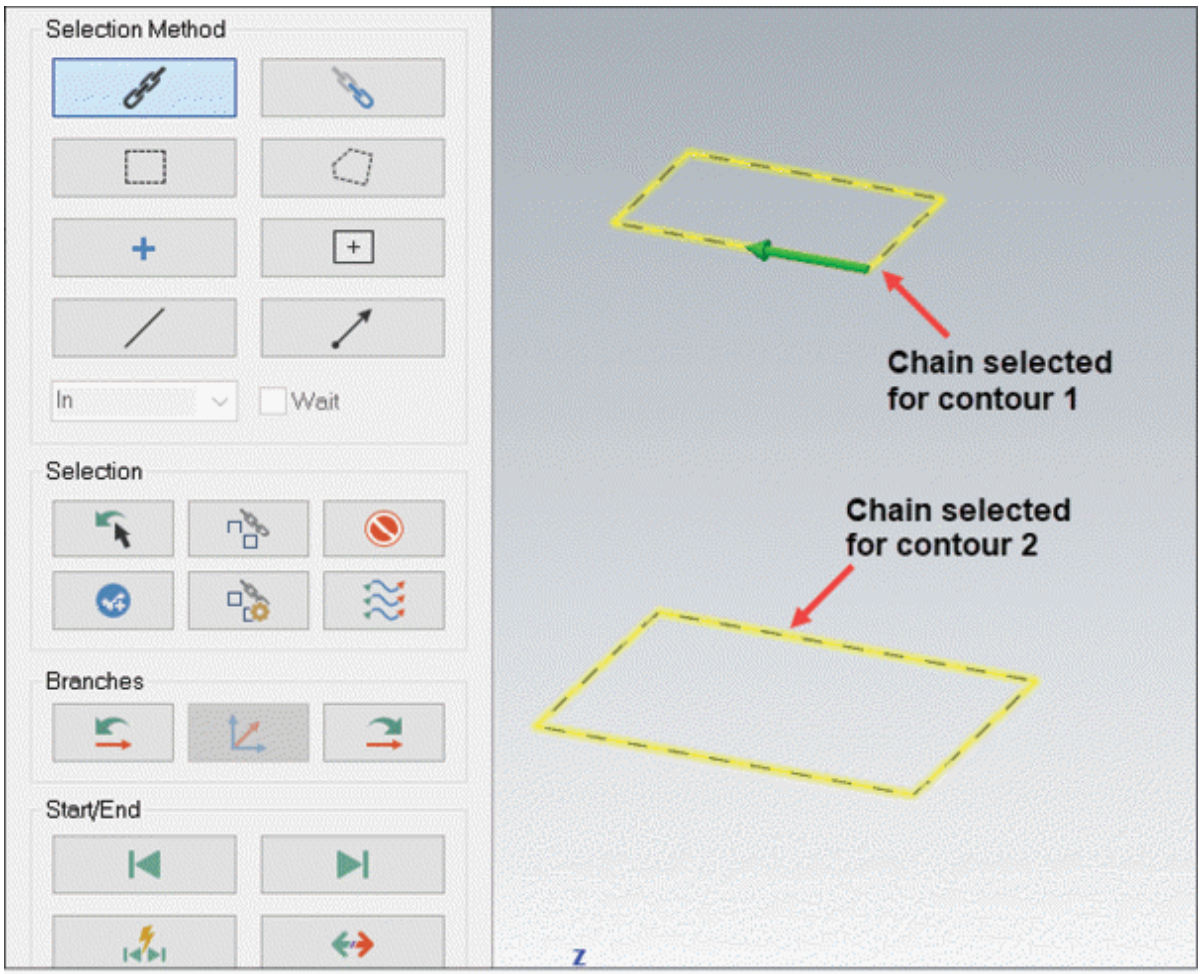
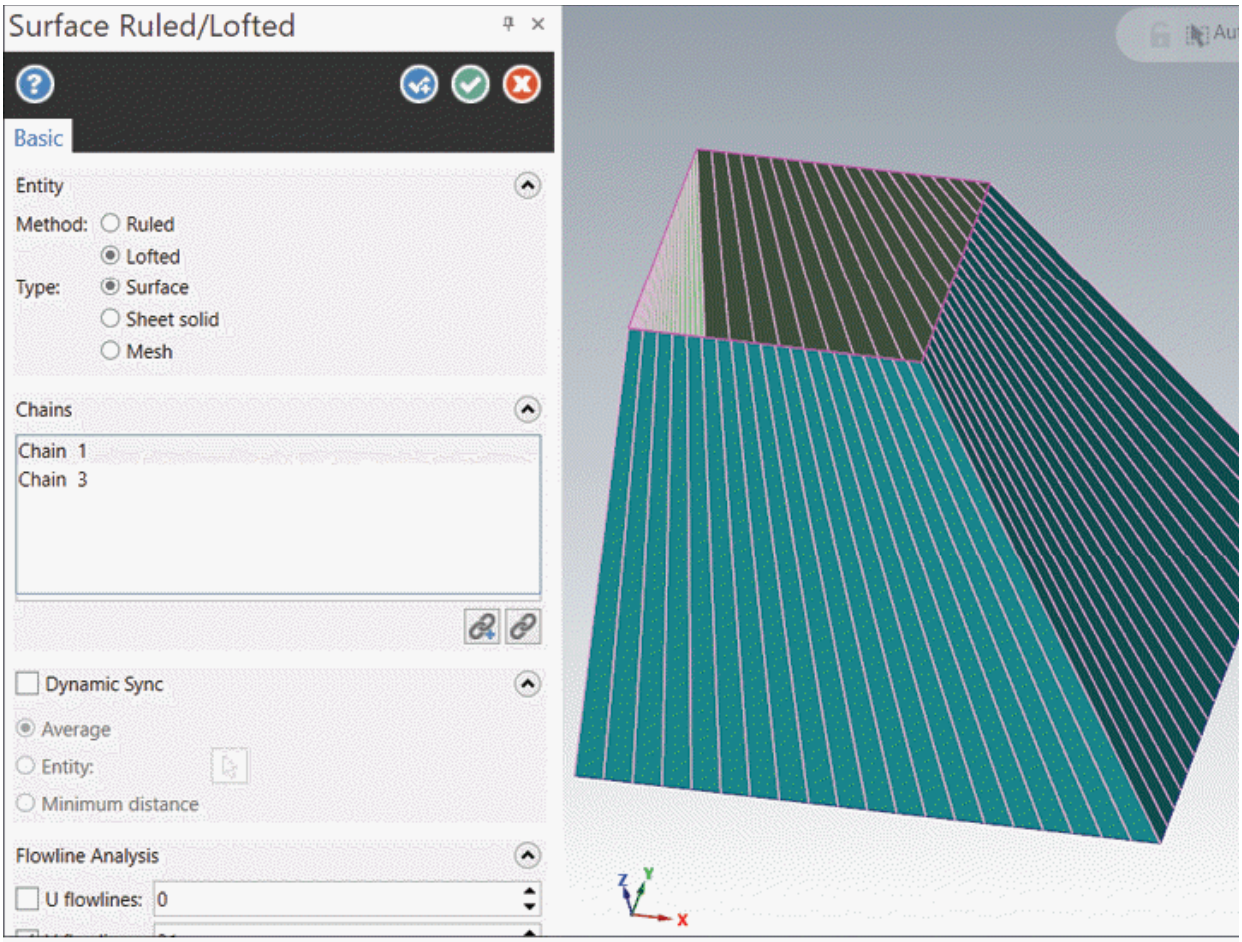

Figure-16. Wireframe chains selected for loft feature
Figure-17. Preview of loft surface
- Select the chains to be used for loft surface; refer to Figure-16 and click on the **OK** button. Preview of loft surface will be displayed; refer to Figure-17.